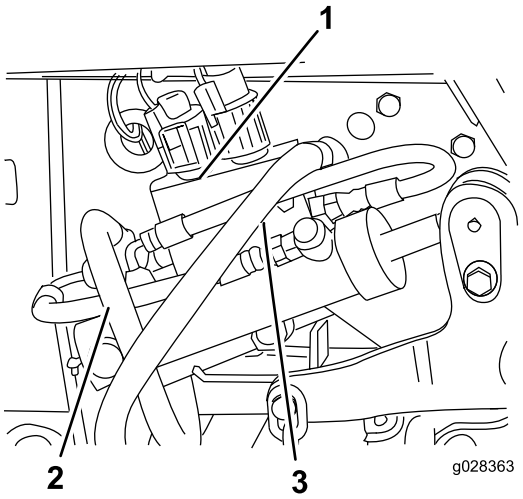

Figur 37
11. Fjern tankslangen fra kontrolventilen (Figur 37).